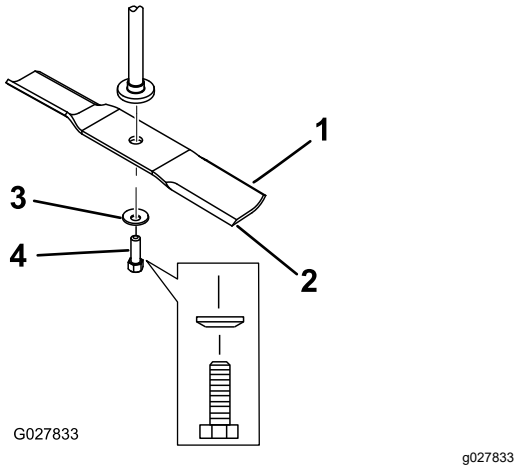

Figuur 62
2. Verwijder de mesbout, de klemring en het mes van de spilas (Figuur 62).
1. Monteer het mes op de as (Figuur 62).
2. Monteer de klemring (holle kant naar het mes toe) en de mesbout (Figuur 62).